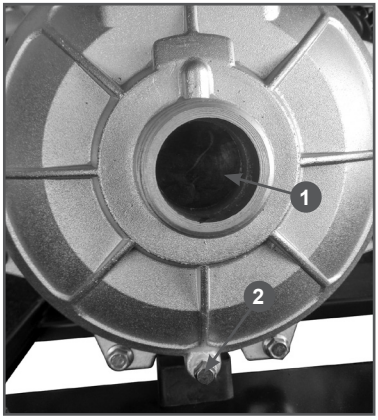

Рис. 16 Клапан насоса обратный и пробка отверстия для слива воды
В том случае, если производилась откачка воды с одновременным подъемом воды на значительную высоту, после окончания работы напорный рукав будет находиться под давлением водяного столба. Сливная и заливная пробки корпуса насоса также будут находиться под давлением, и попытка их открутить может привести к их повреждению. Для сброса давления воды в напорном рукаве и слива из него воды рекомендуется демонтировать всасывающий рукав, и, нажав на обратный клапан 1 насоса, например, рукояткой молотка, слить воду из напорного рукава (Рис. 16).
7. Открутите пробку 2 (Рис. 16) и слейте воду из корпуса насоса. Пробка отверстия для слива воды из корпуса насоса находится в нижней части насоса под входным (всасывающим) патрубком (Рис. 16).